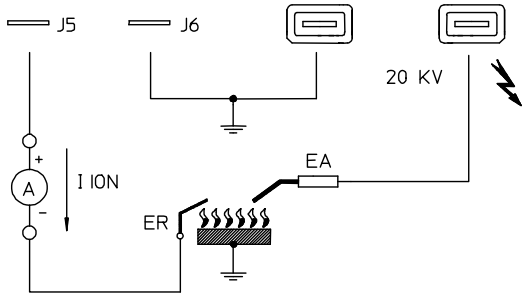

Fig.4
- il livello del segnale di fiamma sia sufficientemente elevato (vedere Fig.4 per la realizzazione della misura);